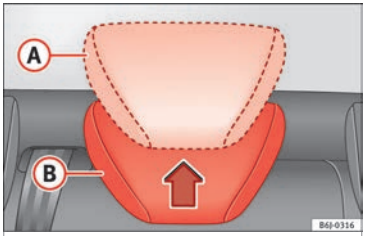

Fig. 77 Rear head restraint adjustment.
- Raised position or position for use (A) **»» Fig. 77**. In this position, the head restraint is used normally, protecting the occupant of the rear seats, along with the rear seat belts.
- Rest position, not in use (B) **»» Fig. 77**. This position improves the driver's rear visibility.